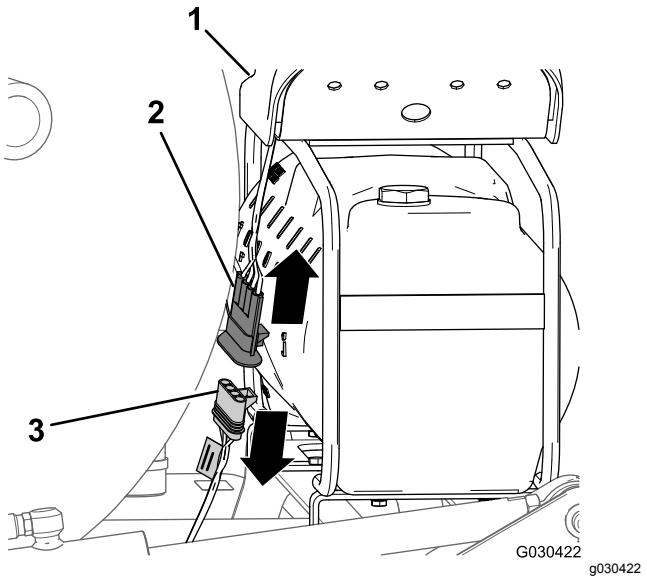

**Figur 4**
1. Bag på skummarkørtanken findes ledningsnettet ved kompressoren (Figur 4).
2. Kobl konnektoren med 4 ben på kompressorens ledningsnet fra konnektoren med 4 sokler på maskinens bageste ledningsnet (Figur 4).